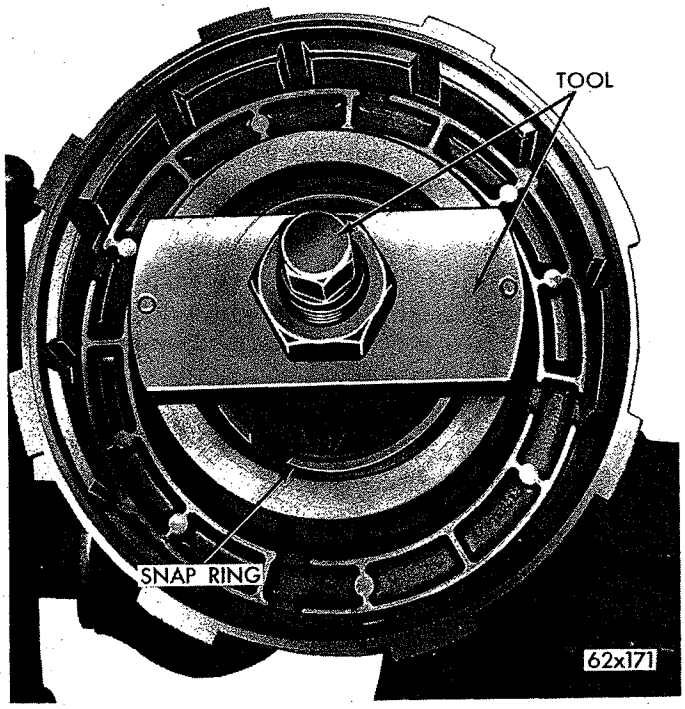
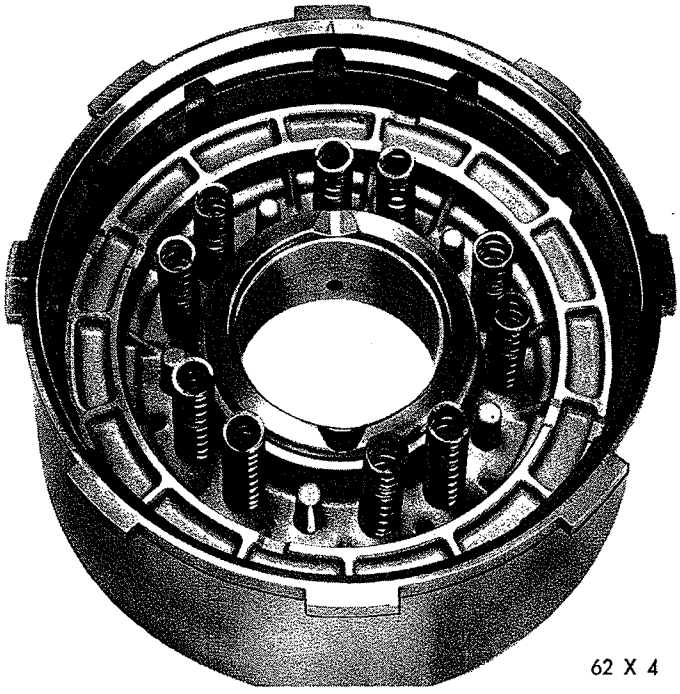
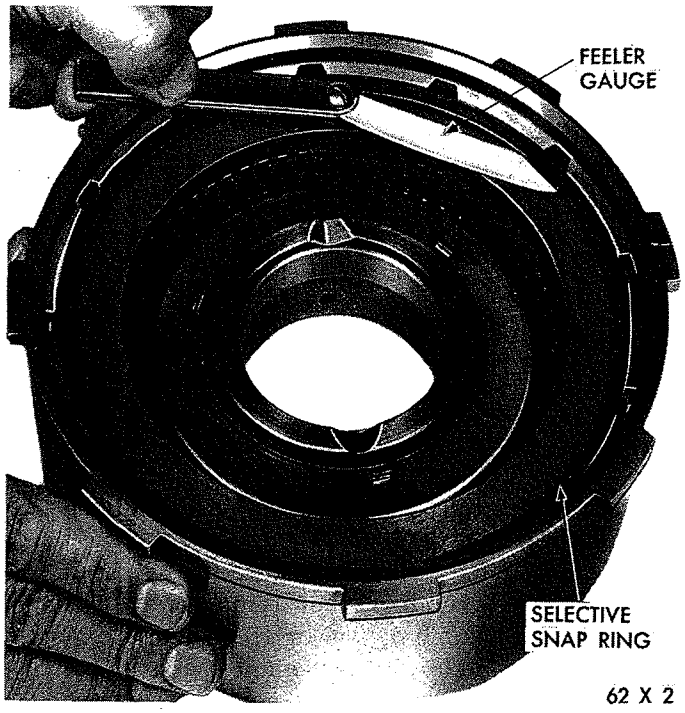

*Fig. 83—Removing or Installing Front Clutch Retainer Snap Ring*
*Fig. 85—Front Clutch Piston Return Springs—Location*
***Fig. 86—Measuring Front Clutch Plate Clearance***
(2) Install compressor, Tool C-3863 over piston spring retainer, (Fig. 83). Compress springs and remove snap ring, then slowly release tool until spring retainer is free of hub. Remove tool, retainer and springs.
(3) Invert clutch retainer assembly and bump it on a wood block to remove piston. Remove seals from piston and clutch retainer hub.
(1) Lubricate and install inner seal on hub of clutch retainer. Make sure lip of seal faces down and is properly seated in the groove.
(2) Install outer seal on the clutch piston, with lip of seal toward bottom of clutch retainer. Apply a coating of wax type lubricant or Door Ease to outer edge of seals for easier installation of piston assembly. Place piston assembly in retainer and carefully seat piston in bottom of retainer.
(3) Place the 10 springs on piston hub exactly as shown in Figure 85. Position spring retainer and snap ring on the springs. Compress springs with Tool C-3863 (Fig. 83), and seat snap ring in hub groove. Remove compressor tool.
(4) Lubricate all clutch plates, install one steel plate followed by a lined plate until all plates are installed. Install pressure plate and snap ring. Make sure snap ring is properly seated.
(5) With front clutch completely assembled, insert a feeler gauge between pressure plate and snap ring (Fig. 86). The clearance should be .024 to .123 inch. If not, install a snap ring of proper thickness to obtain specified clearance.